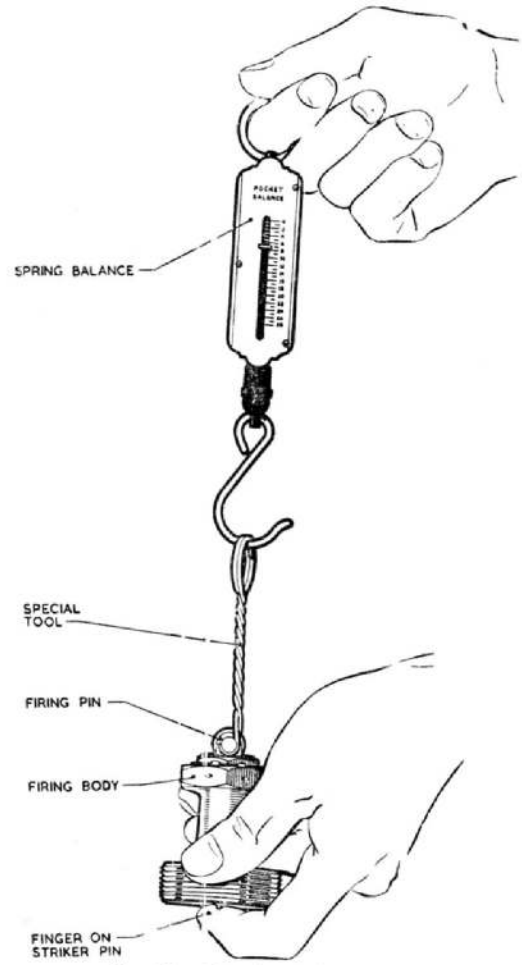

Fig. 10. Testing firing spring
(2) Remove the firing pin from the firing body. Using kerosine, wash any traces of grease from the firing pin and the interior of the firing body, then lightly lubricate with oil OM–13 (Stores Ref. 34B/43). Assemble the firing pin in the firing body.
(3) Lift the firing pin with the special tool (*fig.* 9) and check that the firing sear moves freely in the slot, and that the firing pin moves freely throughout its stroke. Remove the sear and check the initial compression of the firing spring by spring balance as shown in fig. 10. The firing pin should not start to move until 7 lb. is registered. The initial movement of the firing pin can be detected by holding the finger over the projecting end of the striker pin.
(4) If the action of the firing pin when checked as described in sub-para. (3) is unsatisfactory, the retaining nut (*fig.* 11) should be unscrewed with a $\frac{3}{8}$ in. box spanner, after the tab of the brass locking washer is bent down, and the firing pin assembly should be renewed complete with a new locking washer. Ensure that the locking washer tab already bent down engages the slot in the top of the firing body, and after the retaining nut has been firmly screwed down, one of the other tabs should be bent up to lock it.